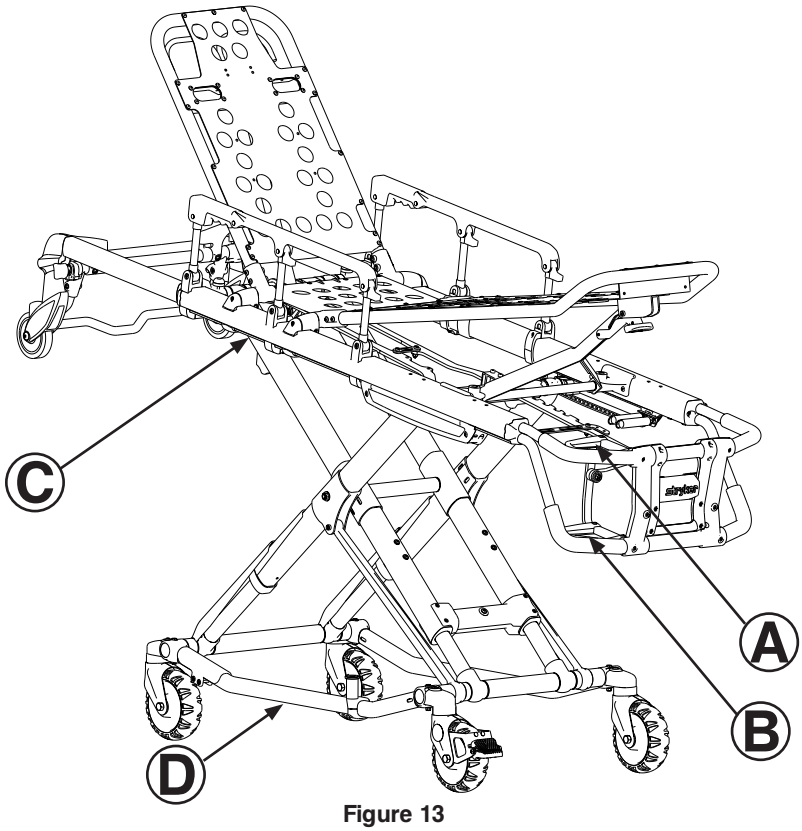

Figure 13
1. The operator at the foot end of the cot squeezes the release handle (A or B) while a secure grip is maintained on the lifting bars (see Figure 13).
2. The operator on the patient’s right or left (depending on the location of the release handle) reaches the release handle at the midpoint of the litter (C). Both operators must lift the cot until the weight is off the latching mechanism (approximately 1/4”) (see Figure 13).
4. **Operator 1** – Grasp the cot frame at the foot end. Lift the foot end of the cot until the weight is off of the latching mechanism. Squeeze and hold the release handle (A or B, as shown in Figure 13 on page 1-26).